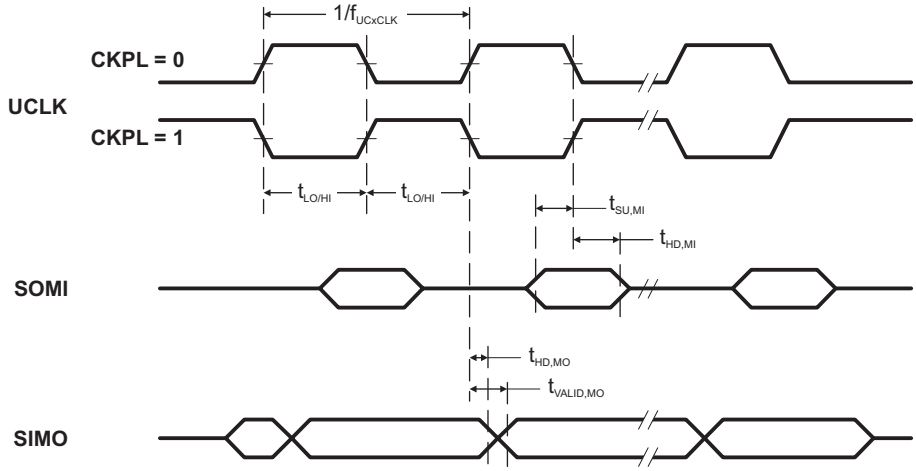
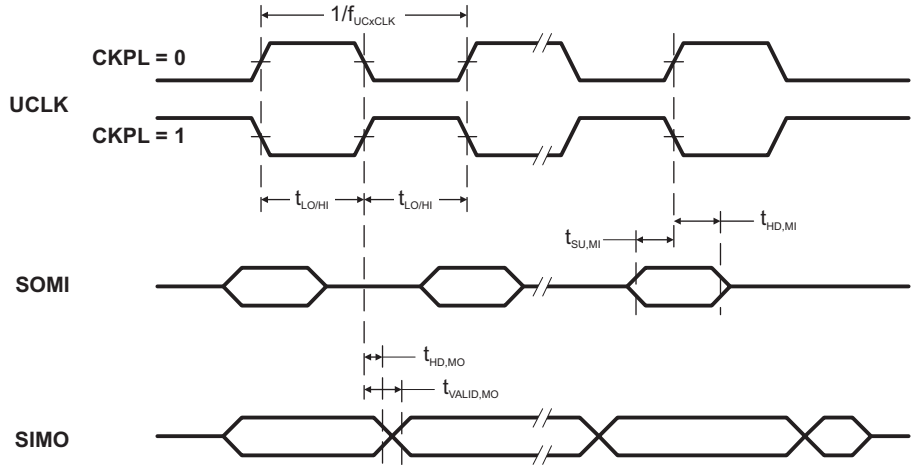

Figure 12. SPI Master Mode, CKPH = 0
Figure 13. SPI Master Mode, CKPH = 1
(see Note (1), Figure 12 and Figure 13)
(2) Specifies the time to drive the next valid data to the SIMO output after the output changing UCLK clock edge. See the timing diagrams in Figure 12 and Figure 13.
(3) Specifies how long data on the SIMO output is valid after the output changing UCLK clock edge. Negative values indicate that the data on the SIMO output can become invalid before the output changing clock edge observed on UCLK. See the timing diagrams in Figure 12 and Figure 13.
(2) Specifies the time to drive the next valid data to the SOMI output after the output changing UCLK clock edge. See the timing diagrams in Figure 12 and Figure 13.
(3) Specifies how long data on the SOMI output is valid after the output changing UCLK clock edge. See the timing diagrams in Figure 12 and Figure 13.